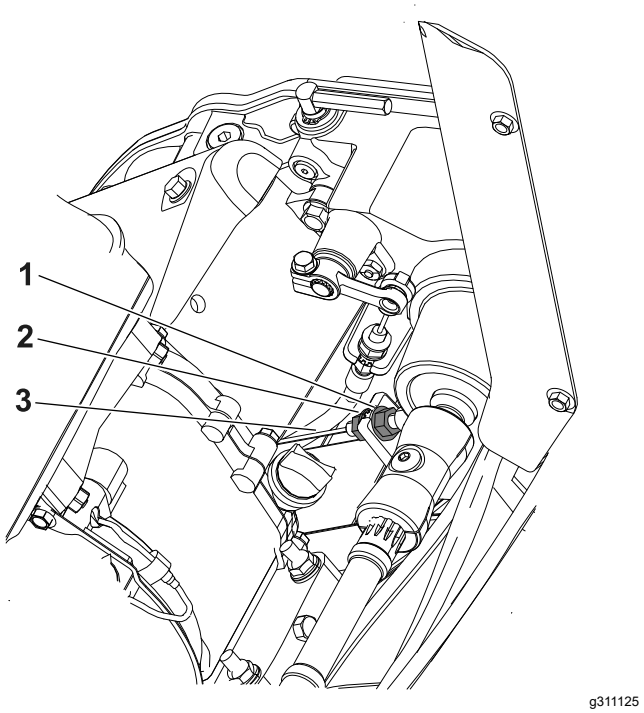

**Figuur 38**
2. Maak de achterste contramoer los en draai de voorste contramoer vast (Figuur 38).